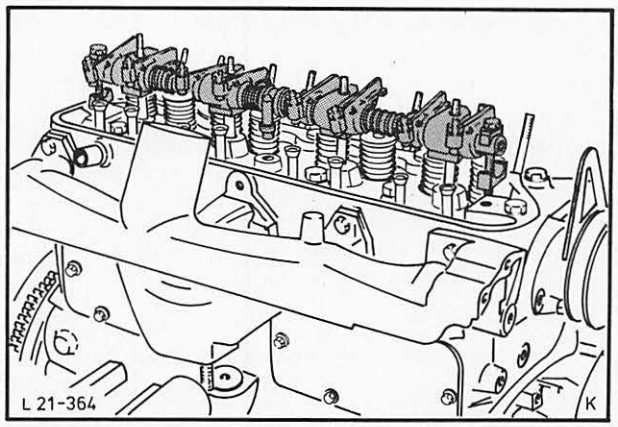

Abb. 109 Kipphebelachse ausbauen
11. Zylinderkopfhaube abmontieren (4 Muttern) und Kipphebelachse vorsichtig abschrauben (4 Muttern, 2 Schrauben), Abb. 109.